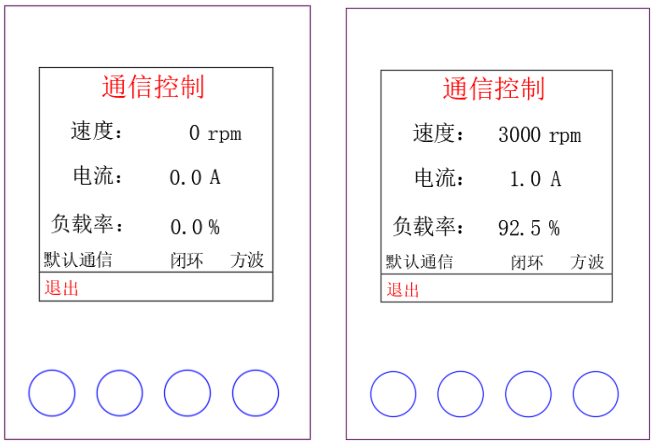

图 6.73 通信闭环控制各界面
- 通过 485 配置软件发送目标速度，进行调速和方向控制。如**图 6.73**。